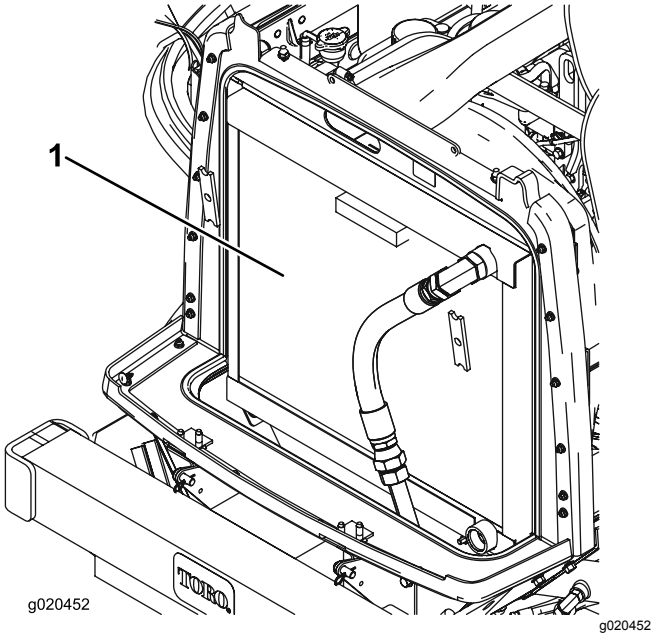

Figuur 99
3. Reinig beide zijden van de radiateur/oliekoeler grondig met perslucht (Figuur 99).